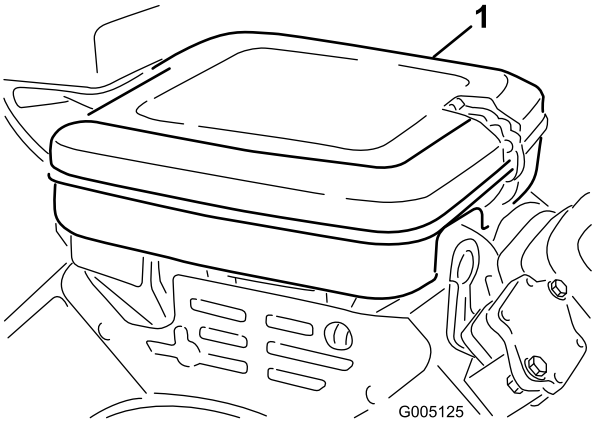

Figur 43
1. Udløs låseclipsene, og fjern luftfilterdækslet (Figur 43). Rengør dækslet grundigt.